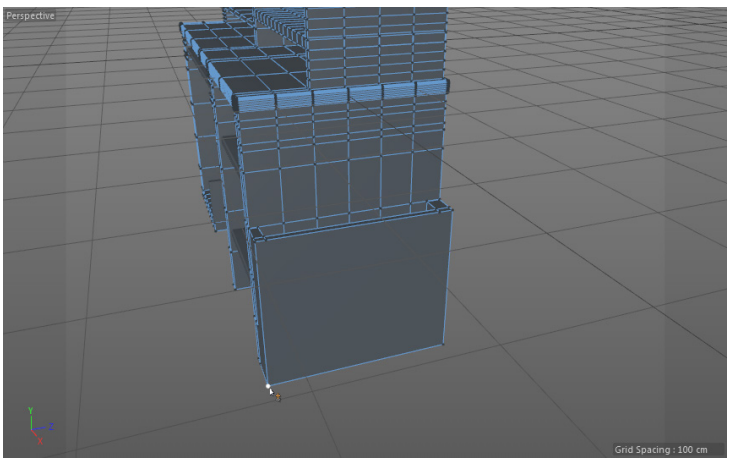
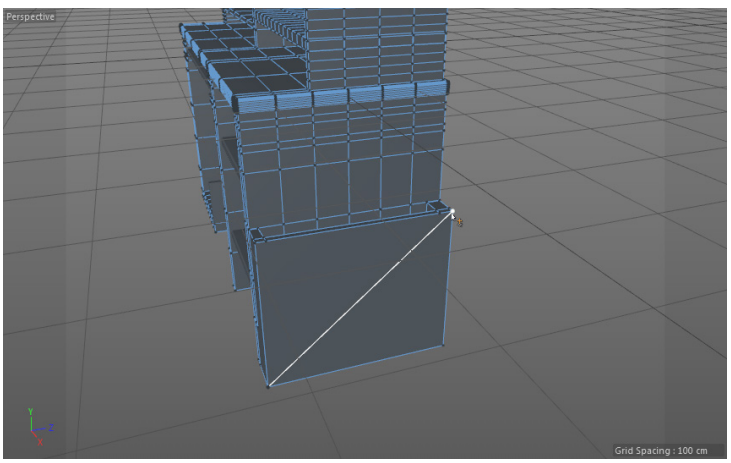

Figure 3-128 *Clicking on the corner point*
Figure 3-129 *The new edge created*
8. Choose the **Edges** tool in the Mode palette. Make sure the **Polygon Pen** tool is chosen in the Modeling Tool Palette. Next, click on the bottom-left point, as shown in Figure 3-128 and then click on the top-right corner point; a new edge is created, as shown in Figure 3-129.